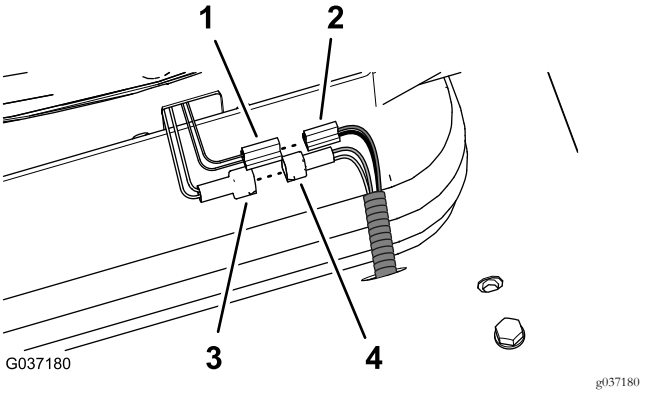
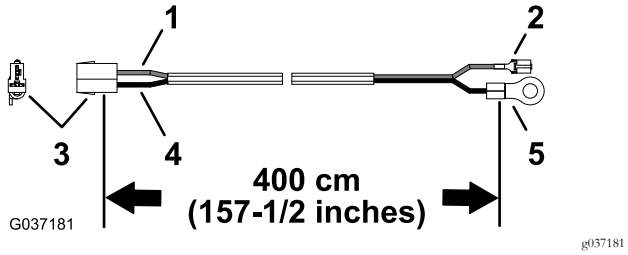

Figura 30
Figura 31
2. Conecte el conector del interruptor del asiento (cables amarillos y grises) al conector del arnés de cables de la máquina (Figura 30).
3. Localice el arnés de cables de 400 cm (con terminal de anillo), tal y como se muestra en la Figura 31.
5. Conecte el conector de 2 palas de la suspensión neumática del asiento en el conector hembra de 2 vías (cables negros y rojos) del arnés de cables del kit de 400 cm (Figura 30 y Figura 31).